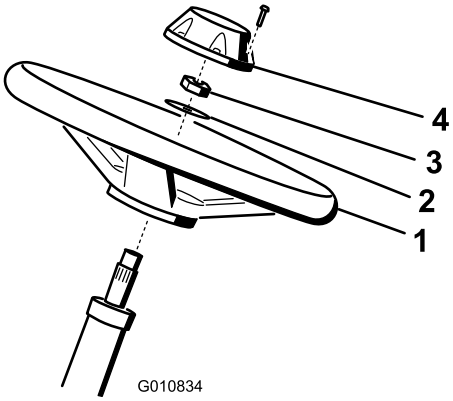

Figur 5
1. Trä på ratten på styraxeln (Figur 5).
2. Trä på brickan på styraxeln (Figur 5).
3. Fäst ratten på axeln med en låsmutter och dra åt den till 27–35 N·m (Figur 5).
4. Montera kåpan på ratten och fäst den med sex skruvarna (Figur 5).